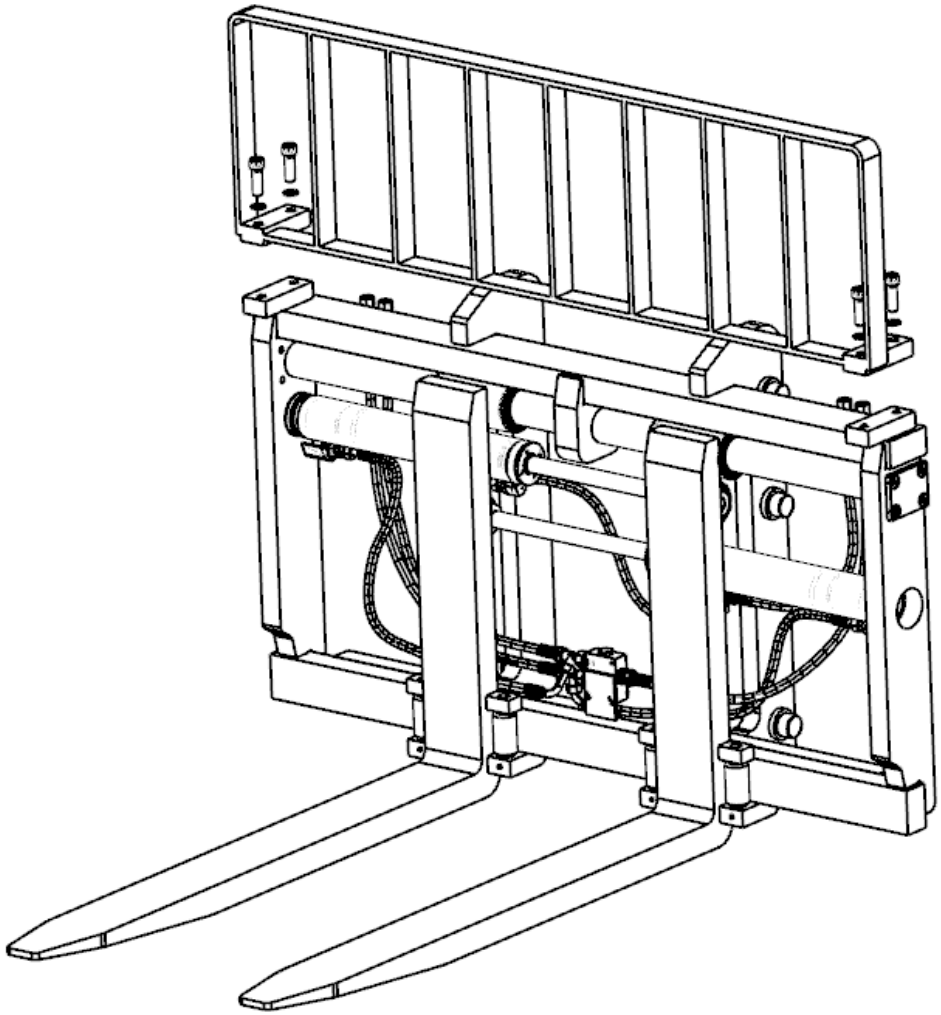

Fig.007
2.4 Safety grid assembly (Fig.007)